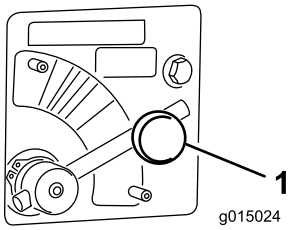

**Rysunek 44**
1. Odkręć pokrętło mocujące dźwignię zaworu rozrzutnika (Rysunek 44).
2. Obróć dźwignię zaworu rozrzutnika (Rysunek 44) w położenie żądanego koloru (żółtego w tym przykładzie).
1. Przesuń dźwignię zaworu rozrzutnika do części **niebieskiej** (PRĘDKOŚĆ MAKS.) (Rysunek 44). Dźwignia całkowicie obrócona w prawo powinna znajdować się w poziomie.